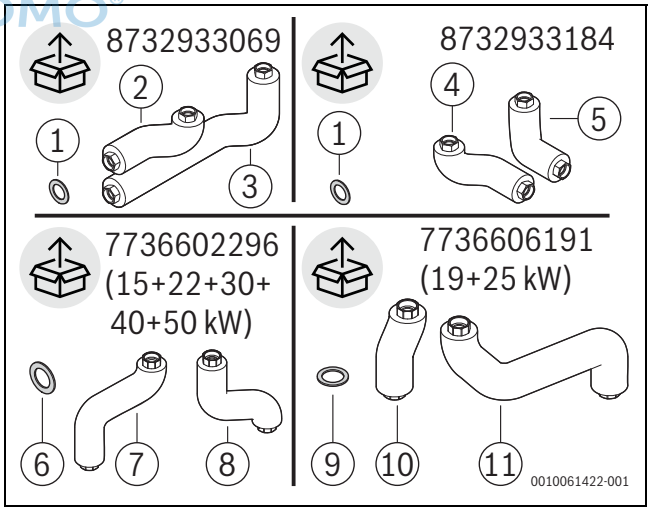

Bild 3 Optionale Rohrgruppen
- Rohrgruppe zur seitlichen Anbindung der Wärmepumpe (links, rechts oder nach hinten), je nach Installationsvariante; → Bild 3, [1 – 5]).
- Rohrgruppe zum Anschluss der Heizkreis-Sets (→ Bild 3, [6 – 11]).